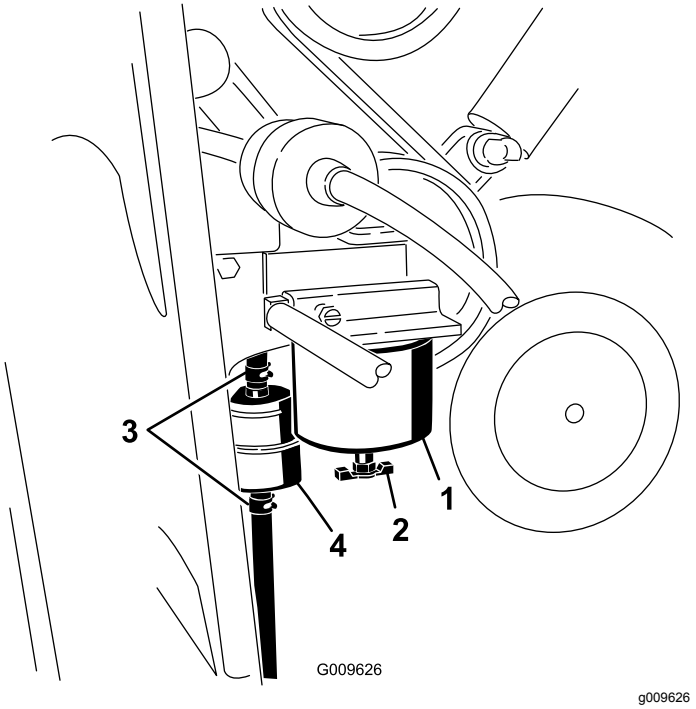

**Figure 35**
3. Locate the fuel filter on the right side of the engine (Figure 35) and place a clean container under it.
4. Locate the fuel filters on the right side of the engine (Figure 35) and place a clean container under it.
5. Clean the area where the filter canister mounts (Figure 35).
6. Remove the filter canister and clean the mounting surface (Figure 35).
9. Install the filter canister by hand until the gasket contacts the mounting surface, then rotate it an additional 1/2 turn (Figure 35).
10. Locate the in-line filter to the left of the fuel filter canister (Figure 35) and note the direction of flow arrow on the side of the in-line filter.
11. Open the clamps on each end of the in-line filter and slide the hoses off it (Figure 35). Discard the filter.
12. Slide the hoses over the end of a new filter (Figure 35), ensuring that the arrow on the filter is pointing toward the engine or electric fuel pump.